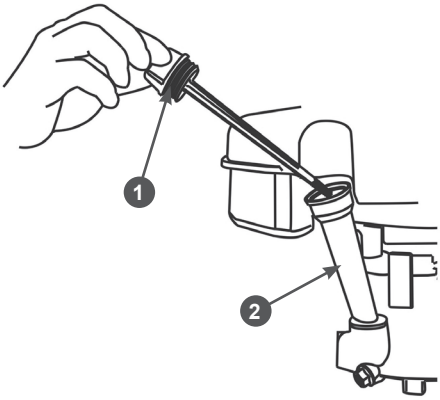

**Рис. 14. Крышка-щуп маслозаливной горловины**
2. Поверните крышку-щуп 1 маслозаливной горловины против часовой стрелки на 90 градусов (смотреть сверху) и извлеките щуп (Рис. 14).